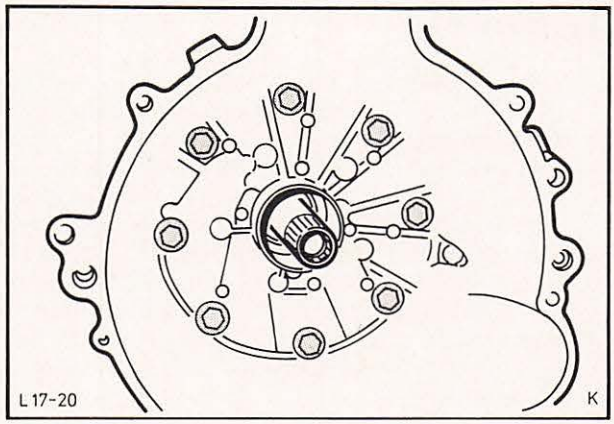

Abb. 45 Schrauben – Wandlergehäuse
3. Getriebe um 180° schwenken und Ölsieb (3 Schrauben) entfernen. Abb. 45. Dichtung abnehmen.
8. Getriebe in senkrechte Stellung bringen, anschließend Wandlergehäuse abschrauben (8 Schrauben mit Aluscheiben) und komplett mit Ölpumpe abnehmen, Abb. 45. Anlaufscheibe Nr. 1, Dichtung und Rechteck-Ring entfernen.